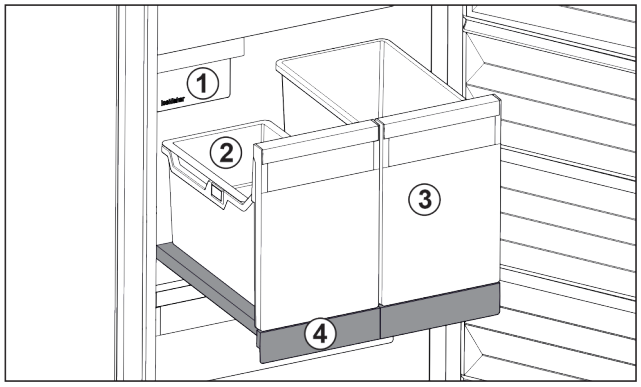

Fig. 168 Compartiment coulissant avec IceTower
(1) IceMaker
(2) Balconnet pour glaçons
(3) Bac pour pizzas, boissons alcoolisées, etc.
(4) Compartiment coulissant
Le compartiment coulissant comprend deux bacs hauts (IceTower). Le bac *Fig. 168 (2)* permet de recueillir et de stocker les glaçons de l'IceMaker. Les bacs *Fig. 168 (3)* sont conçus pour stocker des aliments hauts comme les pizzas et boissons alcoolisées.